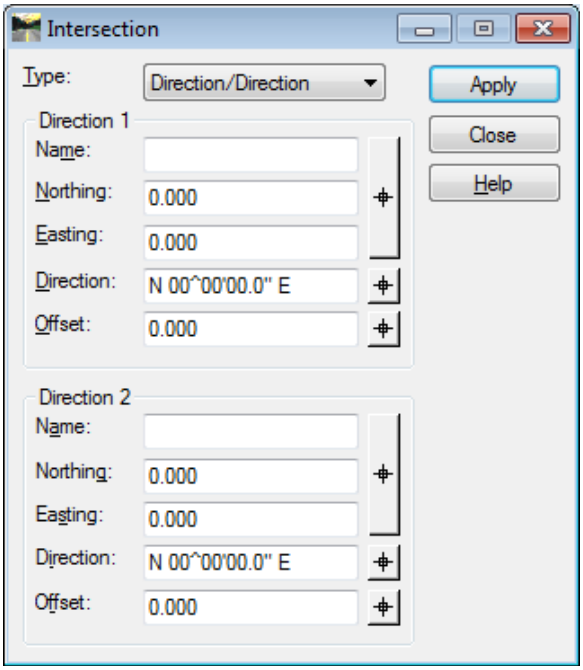

Figure L12-6 Intersection
18.	**The Intersection Command Allows a Cogo Point to be Stored at the Intersection of two Alignments. Open the Intersection Dialog.** • In InRoads, select **Geometry ► Locate ► Intersection**. The **Intersection** dialog opens as shown in *Figure L12-6*.